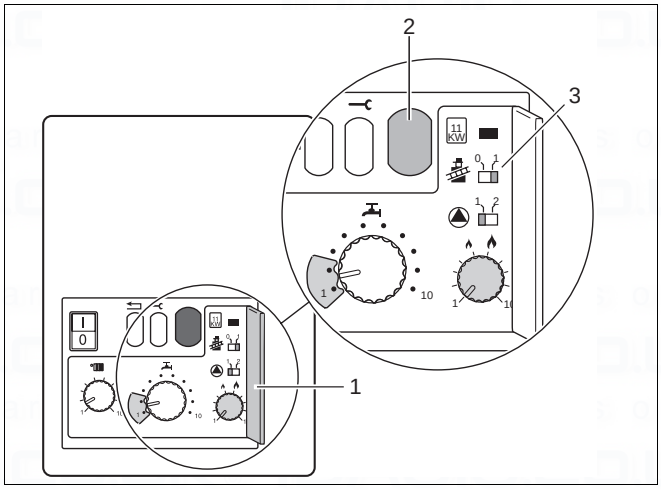

Fig. 19 Display and chimney-sweep switch
- Open cover for 2nd operating level (fig. 19, item 1).
- Start boiler up and move chimney sweep switch (fig. 19, item 3) to position “**1**”.
The display shows (fig. 19, item 2) “ ‾.” or “ =.” to indicate that the gas supply system is purged of air. Return chimney sweep switch to position “**0**”.